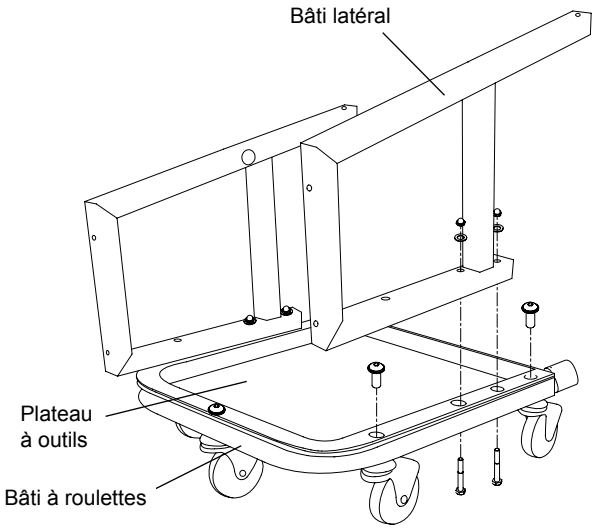

Figure 2 : Assemblage du plateau à outils et des roulettes
2. Assemblez le plateau à outils et les cinq roulettes sur le bâti à roulettes à l'aide de vis de serrage cylindrique à tête à six pans creux. Fixez ensuite les deux bâtis latéraux du galet sur le bâti à roulettes avec deux corps de boulon à tête hexagonale M8 x 60, deux rondelles et deux écrous borgnes (figure 2).